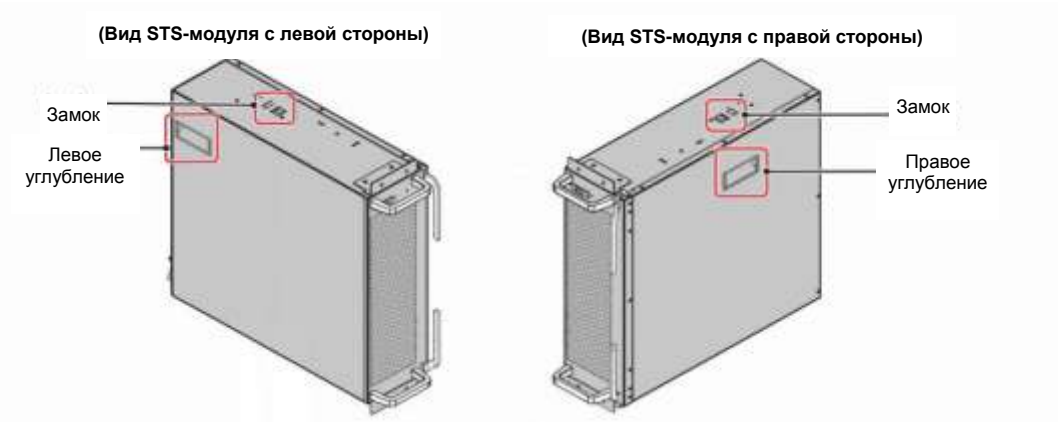

Рисунок 5-30: Расположение замка и боковых углублений
3. Для выполнения работ понадобятся два человека. Один человек держит оба выталкивателя и открывает их наружу ❶. После этого STS-модуль можно выдвинуть из шкафа ИБП ❷. Каждый человек удерживает модуль за одну ручку ❸ , и оба работают в паре, чтобы вытащить STS-модуль из шкафа ИБП. Когда модуль дойдет до упора, нажмите замок (см. ***Рисунок 5-30***) в его верхней части. Теперь, каждый человек держит модуль за одну ручку ❸и одно углубление ❹, чтобы вытянуть модуль из шкафа ИБП.